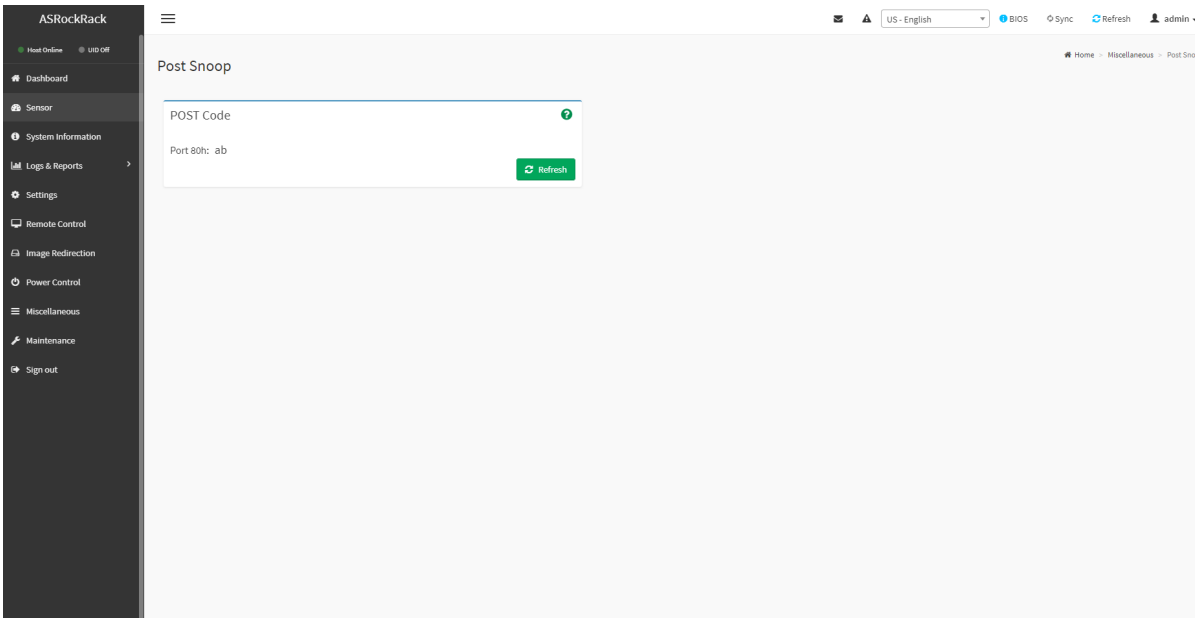

Рис. 124. Окно «Post Snoop»
8) Пройдите во вкладку «Miscellaneous» → «Post Snoop» в данной вкладке предоставляется пользователям возможность просматривать последний код POST BIOS. Окно показано на рис. 124 Окно «Post Snoop»